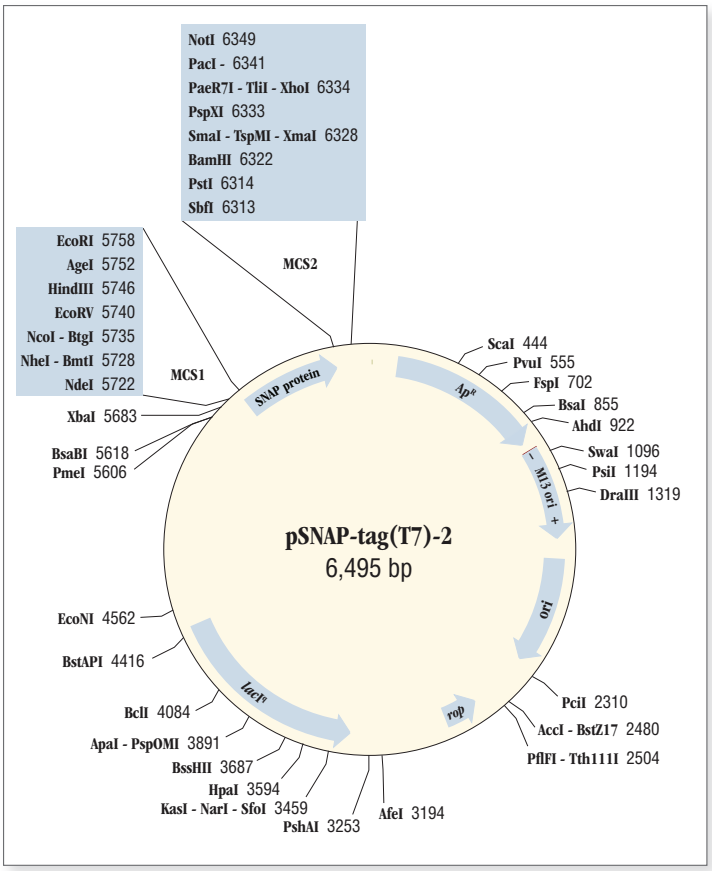

Figure 1: *pSNAP-tag(T7)-2 vector map*
Escherichia coli (E. coli) is the leading host for expression of proteins, primarily due to its ease of use. SNAP-tag technology provides biologists with a versatile tool for expression and labeling of proteins in order to characterize their functions and interactions (1–3). New England Biolabs has introduced the pSNAP-tag (T7)-2 vector which allows a protein of interest to be fused to the N-terminus or C-terminus of an *E. coli* codon optimized SNAP-tag (Figure 1). The expression of SNAP-tagged fusion proteins are under the control of the IPTG-inducible T7/*lac* promoter and can be efficiently expressed using an *E. coli* T7 expression strain of your choice (4). Using this highly flexible system, a single gene construct creates a fusion protein that can be covalently labeled with a fluorophore of your choice, biotin or beads for fluorescent imaging, pull-down or other biochemical analysis (5,6).